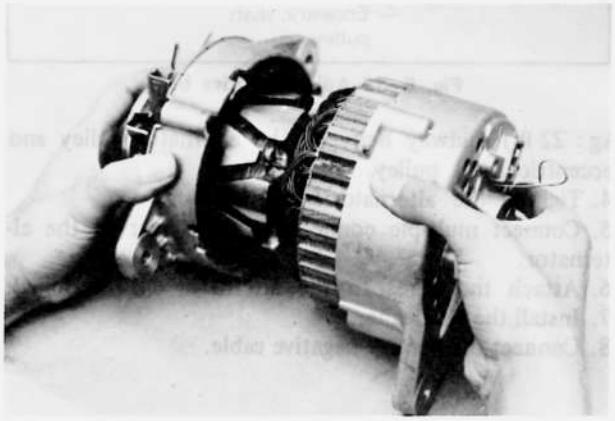

Fig. 5–11 Installing rotor assembly
1. When installing the rotor assembly to the rear housing and stator assembly, hold the brushes in position by inserting a piece of stiff wire into the hole of the brush through the rear housing as shown in Fig. 5–11.